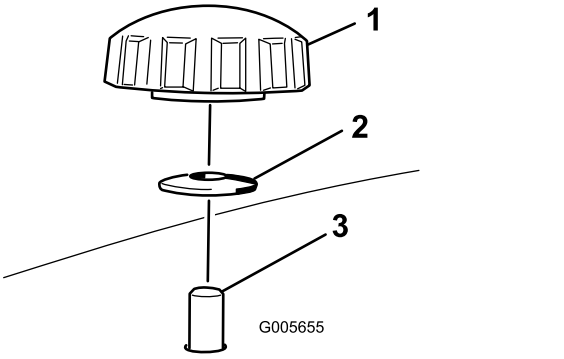
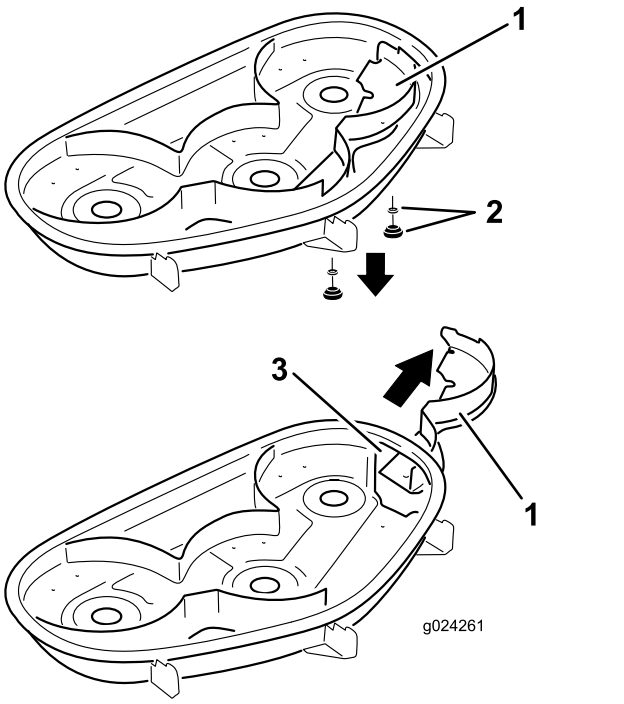

Figur 16
Figur 17
4. Ta bort de två vreden och de böjda brickorna som fäster den högra skärmen på klipparen (Figur 16).
5. Ta bort höger skärm och sänk ned gräsriktaren över utkastaröppningen, så som det visas i Figur 16 och Figur 17.
5. För höger skärm under klippardäcket och fäst den med två vred och böjda brickor (böjda sidan mot klipparen) i enlighet med Figur 16 och Figur 17.